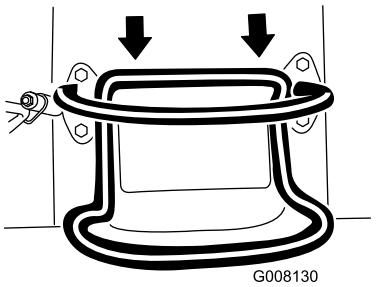

Figur 8
- För drivreglaget bakåt för att köra bakåt (Figur 8). **Håll uppsikt bakåt när du backar så att du ser eventuella hinder och håll händerna på referensstaven.**